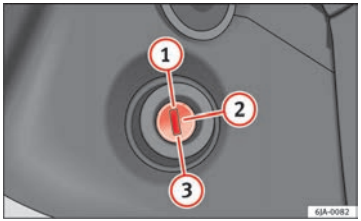

Fig. 101 Ignition key positions
- **When moving with the engine switched off, the ignition key must always remain in position (2) ⇒ Fig. 101 ⇒ page 141 (ignition on). The control lamps will light up in this position. Otherwise, the steering lock could engage suddenly. Risk of accident!**
- The starter motor may only be used (key position (3) ⇒ Fig. 101 ⇒ page 141 in the ignition) if the engine is off. Using the starter motor when the engine is running could cause damage.
- Press the clutch pedal all the way down (2) ⇒ Fig. 101 ⇒ page 141 and start the engine (3) – without pressing the accelerator. Keep the clutch pedal pressed down until the engine starts.
- Release the ignition key as soon as the engine starts. The key returns to position (2). ▶
- If the engine does not start after 10 seconds, turn the key back to position (1). Repeat the action after 30 seconds.
Stop the engine by turning the ignition key to position (1) ⇒ Fig. 101 ⇒ page 141. ■